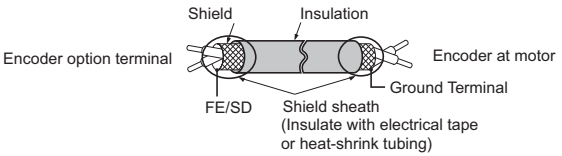
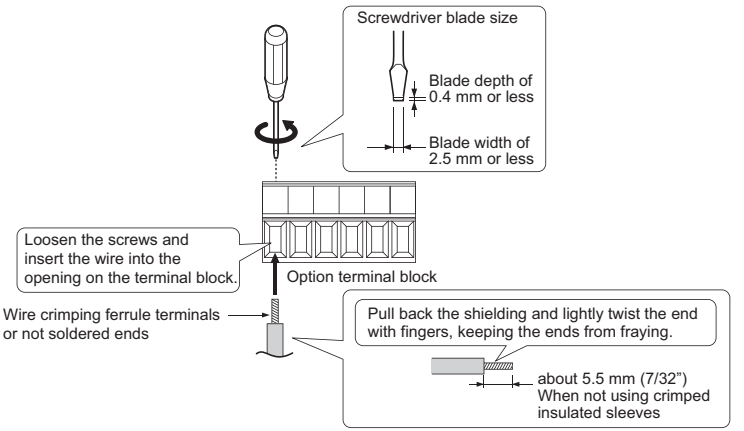

Figure 6 Prepare Ends of Shielded Cable
Figure 7 Connect Cable Wiring
4. Prepare and connect the wire ends as shown in ***Figure 6*** and ***Figure 7***. ***Refer to Wire Gauges and Tightening Torques on page 38*** to confirm that the proper tightening torque is applied to each terminal. Take particular precaution to ensure that each wire is properly connected and wire insulation is not accidentally pinched into electrical terminals.
5. Wire the motor PG encoder to the terminal block on the option according to *Figure 7*.